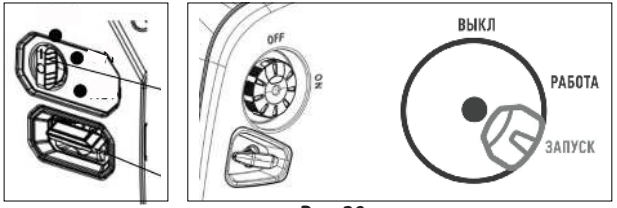

Рис. 20
- Модель iGX 2000, iGX 2800 и iGX 4000W переведите переключатель в положение «ЗАПУСК» (*Рис. 20*).